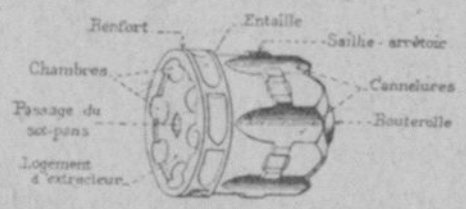

Fig. 5. — Barillet.
5. Le barillet (fig. 5) se divise en trois parties : le **barillet** proprement dit, le **support de barillet** et l'**extracteur.**